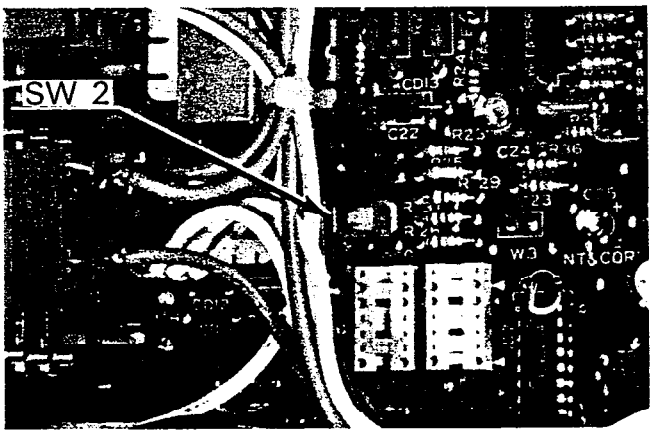

FIGURE 44—IMPEDANCE SWITCH ON MPRU
12.42 The 8-ohm output impedance must be selected with the **SW2** switch on the MPRU (Figure 44). The switch must be on the side labeled "8".
12.52 Determine which output impedance is most suitable for the amplifier being used, and make the selection with the SW2 switch on the MPRU (Figure 44).